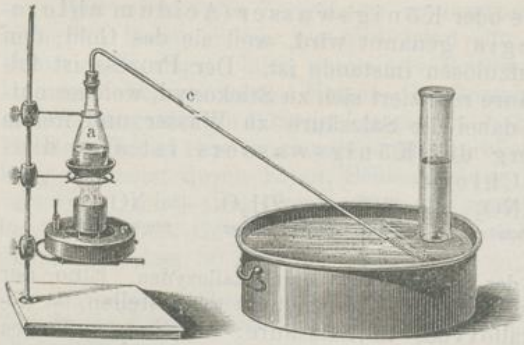

Fig. 50.
1. Direkte Bildung der Salzsäure. Man entwickle nach Art des früheren Versuches in einem Kölbchen (Fig. 50, a) aus Braunstein und